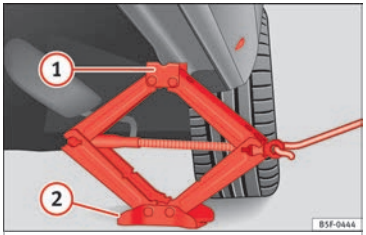

Fig. 86 Colocación del gato.
- Gire la manivela del gato*, situado bajo el punto de apoyo del larguero, para elevarlo hasta que la pestaña ① ››› **fig. 86** quede situada bajo el alojamiento previsto.
- Alinee el gato* de modo que la pestaña ① "agarre" en el alojamiento previsto del larguero y la placa base móvil ② quede apoyada en el suelo. La placa base ② debe caer en la vertical respecto al punto de apoyo ①.